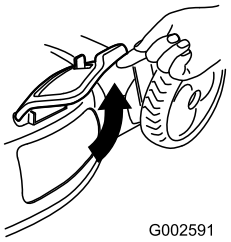

Bild 20
2. Öffnen Sie die Seitauswurfklappe (Bild 20).